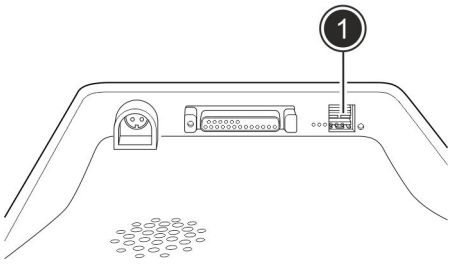

Fig. 30: USB port
1. Insert the miha bodytec USB flash drive into the USB port (Fig. 30/1).